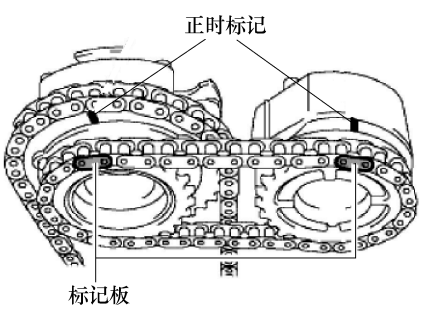

图 1-10　2 号链条黄色标记板与凸轮轴正时齿轮对正
③ 如图 1-10 所示，将 2 号链条的黄色标记板与凸轮轴正时齿轮总成和排气凸轮轴正时齿轮总成的正时标记对准，并将 2 号链条接合到齿轮上。
④ 将右侧曲轴正时链轮安装到凸轮轴上。
⑤ 将 1 号凸轮轴的锁销与凸轮轴正时齿